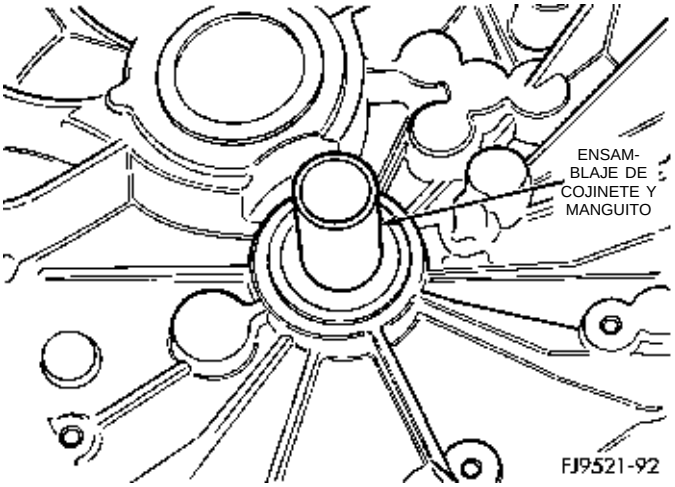

Fig. 130 Cojinete impulsor instalado
(3) Mediante el separador herramienta Nº 4894 y una prensa de taller, instale el cojinete impulsor en el hueco hasta que asiente completamente (Fig. 130).